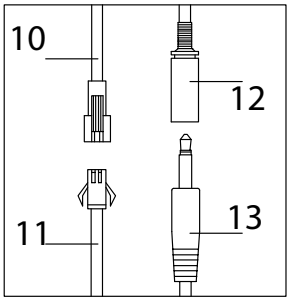

Fig. 3.3
2. Connect **Upper Pulse Sensor Wire (No. 12)** with **Lower Pulse Sensor Wire (No. 13)** (see fig. 3.3).